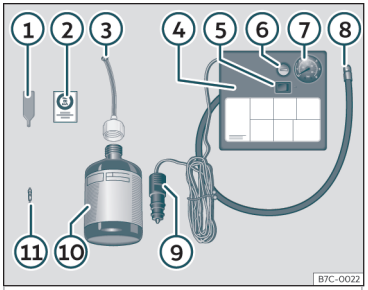

Fig. 31 Reprezentare standard: conținutul kitului de reparație pneuri în caz de pană.
Kitul de reparație pneuri în caz de pană este amplasat sub podeaua portbagajului. Acesta include următoarele componente ››› **fig. 31**:
• Deșurubați capacul ventilului pneului și inserția. Utilizați scula ››› **fig. 31** (1) pentru a demonta inserția. Așezați-o pe o suprafață curată.
• Scuturați bine recipientul cu etanșant pentru pneuri ››› **fig. 31** (10).
• Înșurubați tubul de umflare ››› **fig. 31** (3) pe recipientul cu etanșant. Sigiliul recipientului se va rupe automat.
• Demontați capacul de pe tubul de umplere ››› **fig. 31** (3) și înșurubați capătul deschis al tubului pe ventil.
• Așezați inserția la loc pe ventilul pneului folosind scula ››› **fig. 31** (1).
• Înșurubați tubul de umflare a pneurilor ››› **fig. 31** (8) pe ventilul pneului.
• Verificați dacă șurubul de evacuare a aerului este închis ››› **fig. 31** (6).
• Introduceți conectorul ››› **fig. 31** (9) în priza de alimentare de 12 V a automobilului ››› **pagina 149**.
• Porniți compresorul de aer de la comutatorul de pornire/oprire ››› **fig. 31** (5).
• Lipiți autocolantul››› **fig. 31** ② pe instrumentele de bord, în câmpul vizual al șoferului.
Înșurubați din nou tubul de umflare››› **fig. 31** ⑤ și verificați presiunea pe manometrul ⑥.